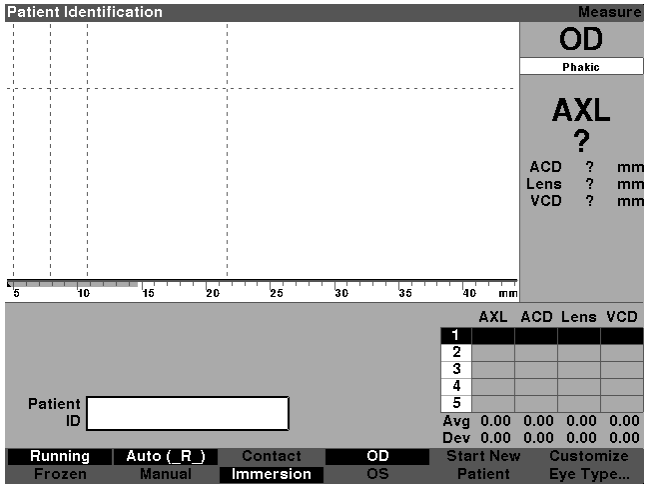

Figure 3-18 Patient Information Field
1. Press the button under the "Start New Patient" selection on the Measure, Calculate IOL or Patient Records Screens. Refer to Figure 3-18 below.